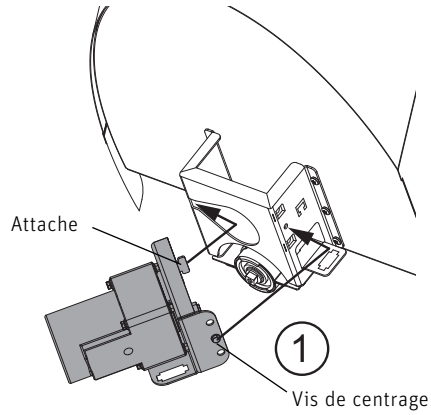

Fig. 102 Accrocher le moteur de vis sans fin
– Accrocher le moteur (situé dans la chambre de combustion de la chaudire de chauffage) de vis sans fin à l'arrière avec une attache et à l'avant avec une vis de centrage – Fig. 102.